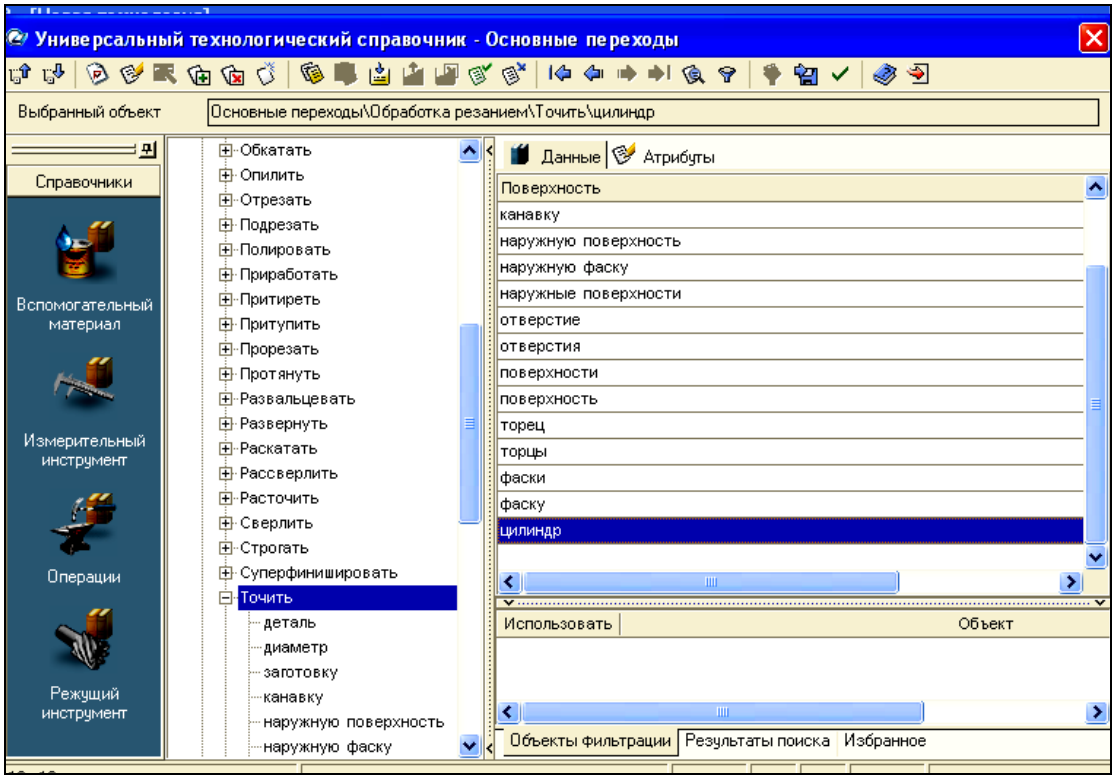

Рисунок 6.2 – Формування тексту основного переходу
3. У вікні Універсального технологічного довідника набрати текст переходу. Наприклад, якщо це основний перехід, послідовно вибрати вид робіт, ключове слово (дієслово в наказовому вигляді), об’єкт обробки (наприклад, поверхня або сукупність поверхонь) та додаткову інформацію для тексту переходу і натиснути на кнопку ***Применить*** (рис. 6.2).